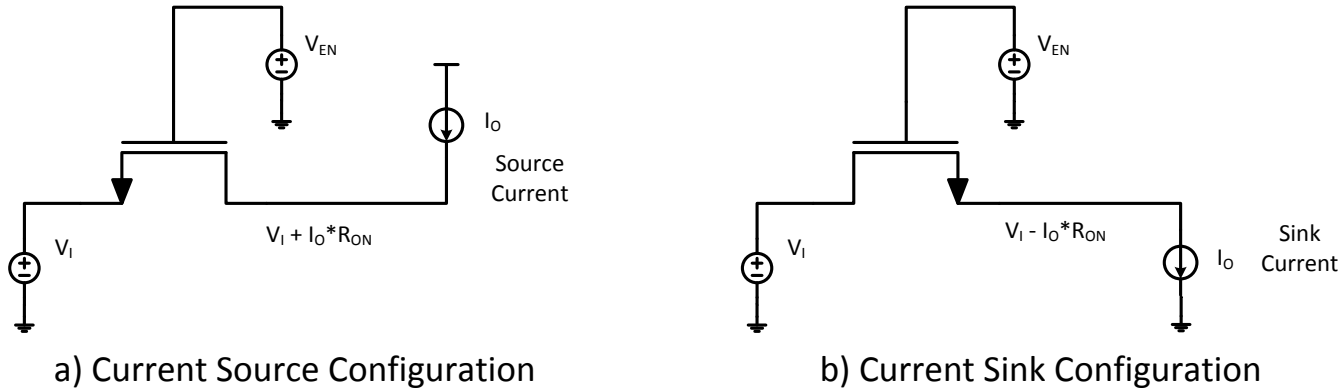

Figure 7-1. Current Source and Current Sink Configurations for R_{ON} Measurements
(1) All typical values are at T_A = 25°C.
(2) Measured by the voltage drop between the SCL1 and SCL2, or SDA1 and SDA2 terminals, at the indicated current through the switch. Minimum ON-state resistance is determined by the lowest voltage of the two terminals.
(3) Measured in current sink configuration only (See Figure 7-1)
over recommended operating ambient temperature range, EN = 3.3 V, V_{IH} = 3.3 V, V_{IL} = 0, V_M = 1.15 V (unless otherwise noted) (see Figure 7-1).
over recommended operating ambient temperature range, EN = 2.5 V, V_{IH} = 3.3 V, V_{IL} = 0, V_M = 0.75 V (unless otherwise noted) (see Figure 7-1).
over recommended operating ambient temperature range, EN = 3.3 V, V_{IH} = 2.3 V, V_{IL} = 0, V_T = 3.3 V, V_M = 1.15 V, R_L = 300 Ω (unless otherwise noted) (see Figure 7-1).
over recommended operating ambient temperature range, EN = 2.5 V, V_{IH} = 2.3 V, V_{IL} = 0, V_T = 3.3 V, V_M = 0.75 V, R_L = 300 Ω (unless otherwise noted) (see Figure 7-1).